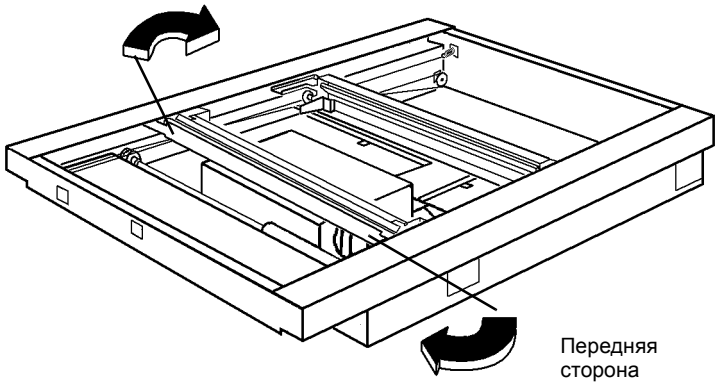

Рисунок 3 Поверните каретку
6. Поверните каретку лампы экспонирования и выньте ее из RIS (Рисунок 3).